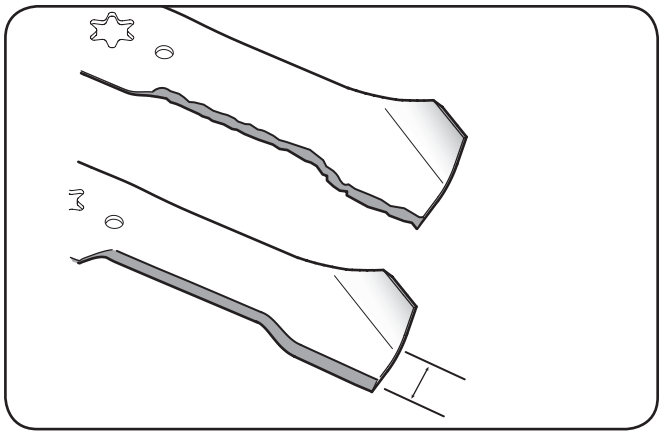

Figura 7-8
4. Para afinar correctamente las hojas de corte, retire la misma cantidad de metal de ambos extremos de las hojas a lo largo de los bordes de corte, paralelo al borde de fuga, en un 25 ° - 30 ° de ángulo. Siempre moler cada filo de la cuchilla de corte por igual a mantener el equilibrio de la hoja adecuada. Véase la figura. 7-8.